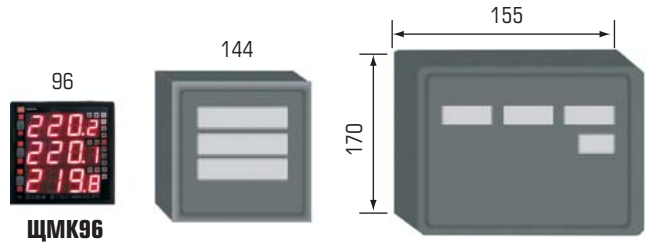

Рис. 3
- возможность использования в составе комплектных решений с повышенной плотностью компоновки (рис. 3).